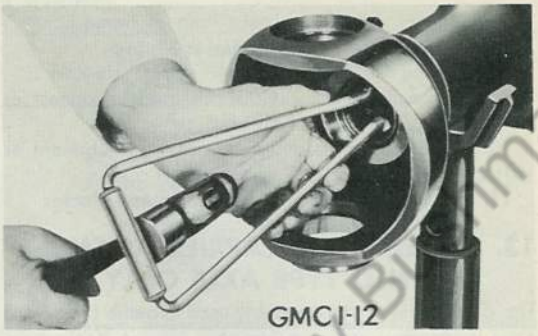

Fig. 27 Removing Axle Shaft Oil Seal "Banjo" Type Axle
7. Insert oil seal puller J-943 behind seal in end of axle housing. Tapping center of tool with a hammer, as shown in Fig. 27, will remove seal from the housing.